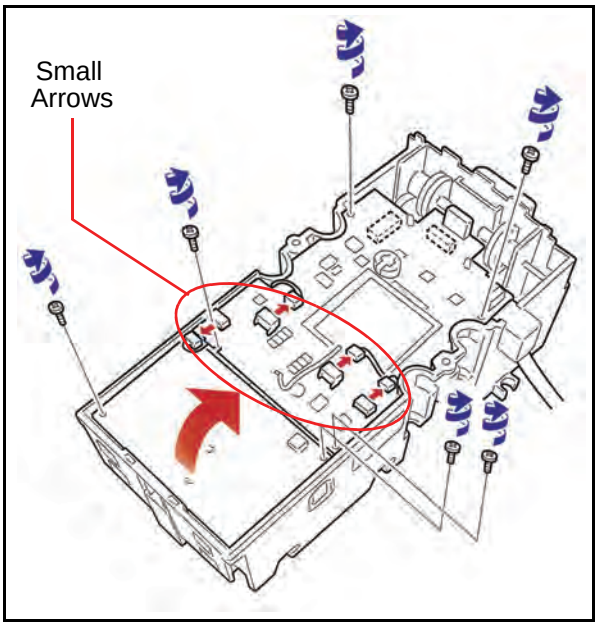

Figure 4-6 Screw and Connector Removal and Circuit Board Access
5. Lay the assembly on its backside and remove the six (6) screws shown in Figure 4-6. Then disconnect the four plug connectors indicated by the four small arrows in Figure 4-6.
6. Lift the circuit board assembly up in the direction of the large arrow as indicated in Figure 4-6.